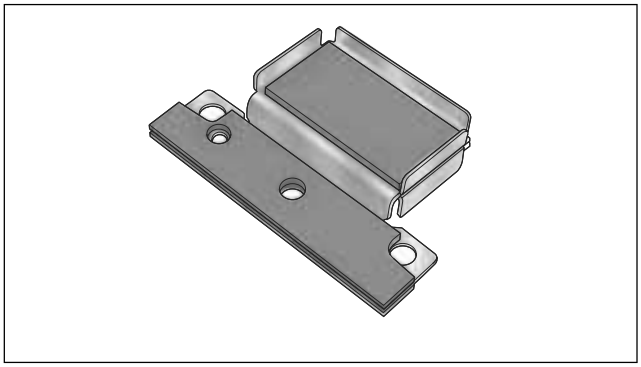

Figure 2-60. Brake Caliper Piston Remover (Part No. HD-43293A)
a. Obtain BRAKE CALIPER PISTON REMOVER (Part No. HD-43293A). See Figure 2-60.